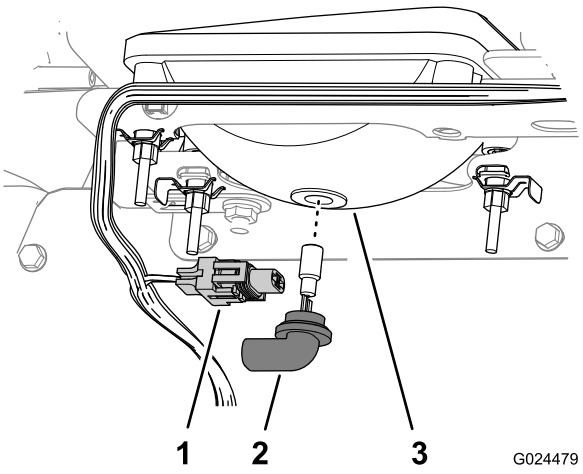

Figuur 58
3. Maak de elektrische aansluiting voor de kabelboom los van de lampaansluiting aan de achterkant van de behuizing van de koplamp (Figuur 58).
4. Draai de lamp een kwartslag linksom en duw ze naar achteren, uit de behuizing van de koplamp (Figuur 58).
5. Monteer de nieuwe lamp en de nieuwe behuizing voor de koplamp; lijn de lipjes van de lamp uit met de sleuven in de behuizing van de koplamp (Figuur 58).
6. Bevestig de lamp door deze een kwartslag rechtsom te draaien (Figuur 58).
7. Koppel de elektrische aansluiting voor de kabelboom aan op de aansluiting van de nieuwe lamp (Figuur 58).